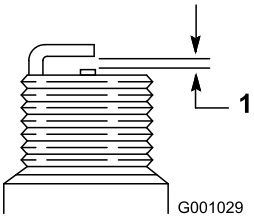

Rysunek 24
4. Odstęp między elektrodami w nowej świecy powinien wynosić 0,76 mm, zgodnie z Rysunek 24.